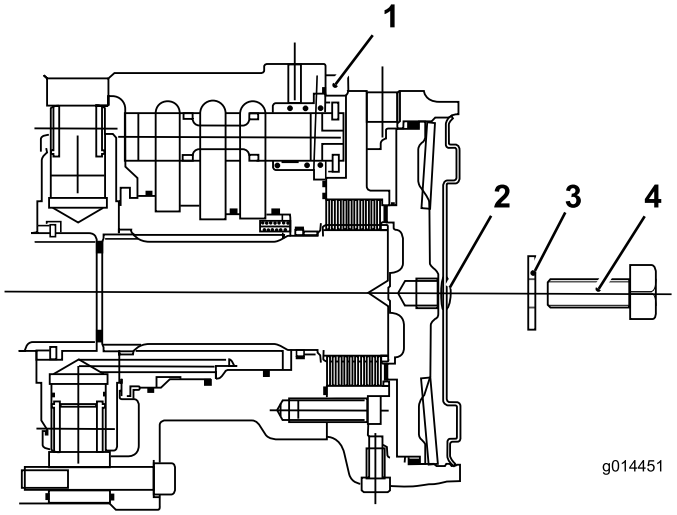

Figur 65
C. Montera sexkantspluggen på motorns ändplåt (Figur 65).